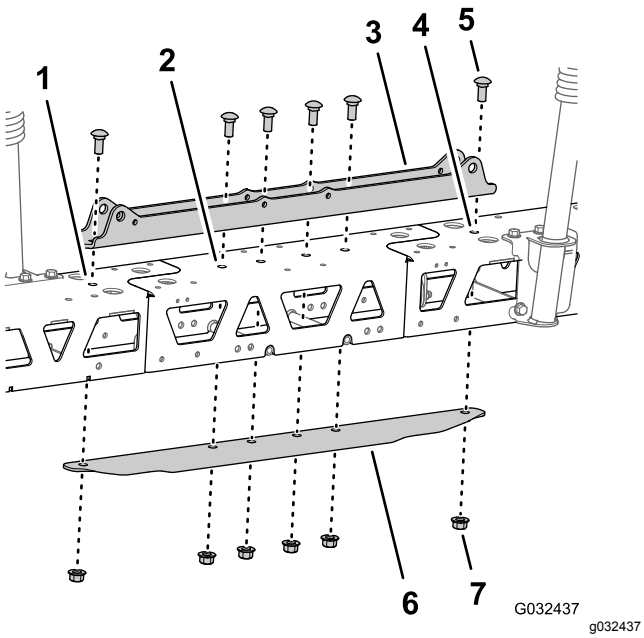

Rysunek 53
5. Ustaw otwory w mocowaniu siłownika równo z otworami na linii środkowej ramy kratownicowej i przedłużenia środkowego wysięgnika (Rysunek 53).
6. Włóż płytę mocowania w ramę kratownicową i przedłużenie środkowego wysięgnika, po czym ustaw otwór w płycie mocowania równo z otworami na linii środkowej kratownic i przedłużenia wysięgnika (Rysunek 53).
7. Skręć mocowanie siłownika, kratownice, przedłużenie środkowego wysięgnika i płytę mocowania za pomocą 2 śrub zamkowych (1/2 x 1 1/4 cala) i 2 nakrętek kołnierzowych zabezpieczających (1/2) odkręconych w kroku 2 procedury Rozdzielanie kratownic środkowej sekcji zraszania (Strona 25) oraz 4 śrub zamkowych (1/2 x 1 1/4 cala) i 4 nakrętek kołnierzowych zabezpieczających (1/2 cala) z zestawu wykończeniowego systemu zraszania GeoLink (Rysunek 53).